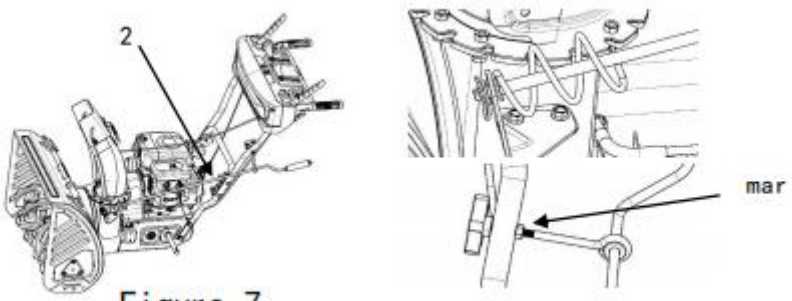

Figure 7
1. Mount the bracket of chute rotation control lever (Item 26) onto the side mounting holes of the upper handle section (Item 10). Secure with the star-shaped handle nut, aligning to the factory reference mark. (See Figure 7)